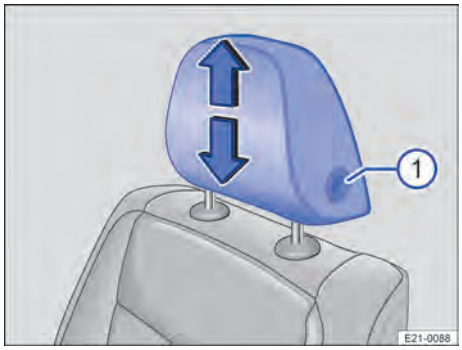

**Fig. 69** Primera fila de asientos: ajuste del apoyacabezas.
1. Suba o baje el apoyacabezas a la vez que presiona la tecla → fig. 69 ①.